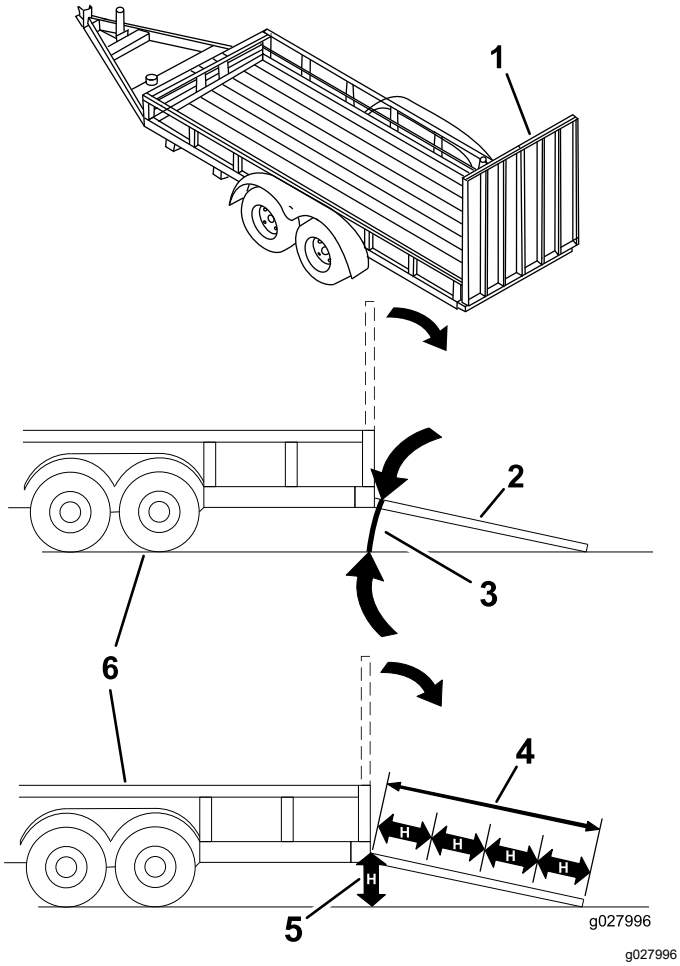

Figur 41
**Pålæsning af en maskine på en anhænger eller lastbil øger risikoen for at vippe og kan forårsage alvorlig personskade eller død (Figur 41).**
3. Sænk rampen, og sørg for, at vinklen mellem rampen og jorden ikke overstiger 15 grader (Figur 41).
1. Sænk rampen, og sørg for, at vinklen mellem rampen og jorden ikke overstiger 15 grader (Figur 41).